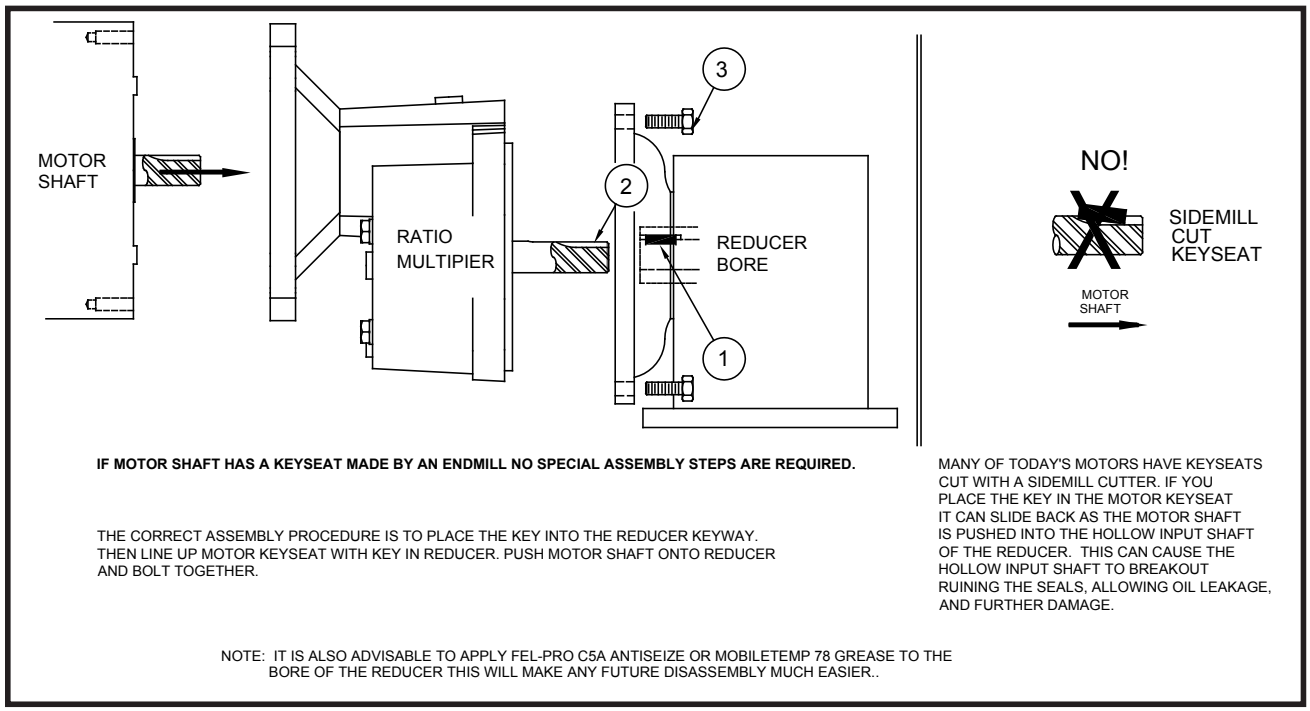

FIGURE 7
1. ASSEMBLE / DISASSEMBLE MOTOR TO REDUCER - Because many of today's motor keyways are cut with a sidemill cutter, the following assembly instructions should be followed to insure a trouble-free fit between motor and reducer. First, place the key into the reducer keyway. Second, line up the motor keyseat with the key and push the motor shaft into the reducer bore. Third, finish assembly be bolting the motor to the reducer flange. This procedure should insure that the key does not slide back in the motor keyseat. See ***FIGURE 7.***